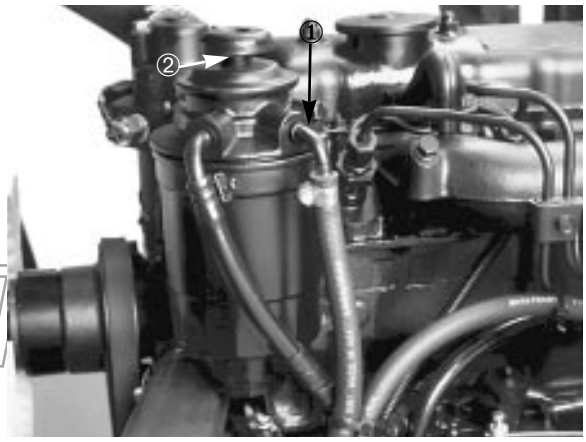

Fig. 12
2. Løsne drivstoffilterets lufteplugg en omdreining (fig. 12). Trykk ned primeknappen (fig. 12) til det strømmer drivstoff ut av pluggens hull. Når drivstoffet ikke skummer lenger, trekkes pluggen til igjen mens primeknappen beveger seg ned. Tørk opp alt sølt drivstoff.